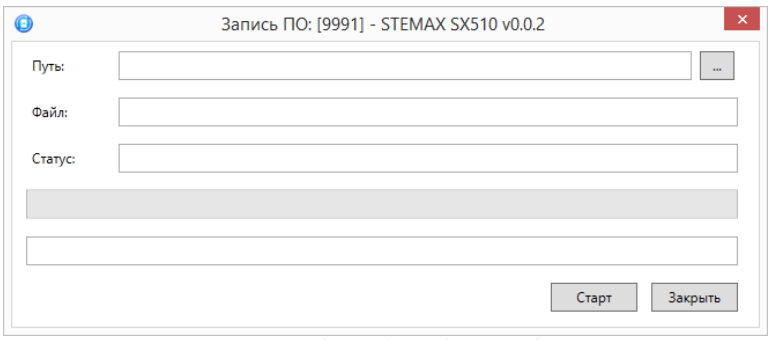

Рисунок 6.1 — Окно *Запись ПО*
2. В открывшемся окне *Запись ПО* (см. рисунок 6.1) укажите путь к файлу новой версии встроенного ПО контроллера на вашем ПК (файл имеет расширение **.sbin**) и нажмите кнопку *Старт*.